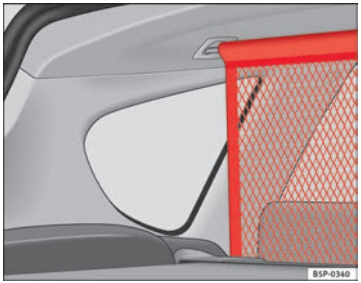

Fig. 127 Partition net
– Pull the net from underneath between the backrest and the folding tray and fit it to the slots in the roof, first the right then the left ⇒ Fig. 127.